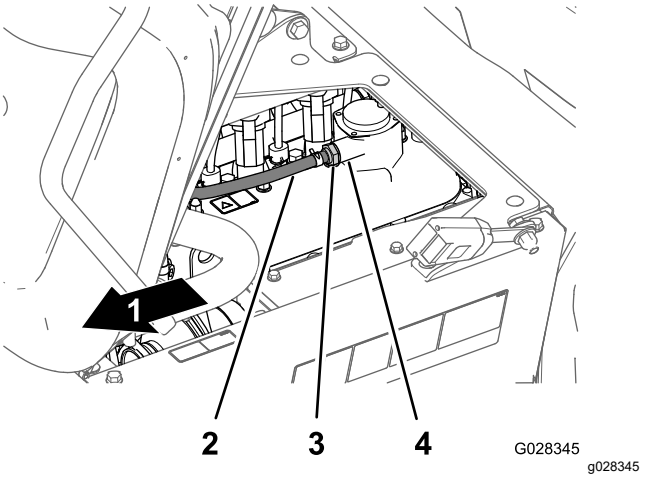

Bild 81
2. Entfernen Sie das PCV-Ventil vom Anschlussstück des Ventildeckels (Bild 81).
Hinweis: Wenn die innere Drossel des Ventils klappert, ist das PCV-Ventil funktionsfähig; wenn die innere Drossel beim Schütteln nicht frei klappert, muss das PCV-Ventil ausgetauscht werden (Bild 81).
4. Setzen Sie das PCV-Ventil ein, bis es vollständig in der Dichtung am Anschlussstück am Ventildeckel sitzt (Bild 81).